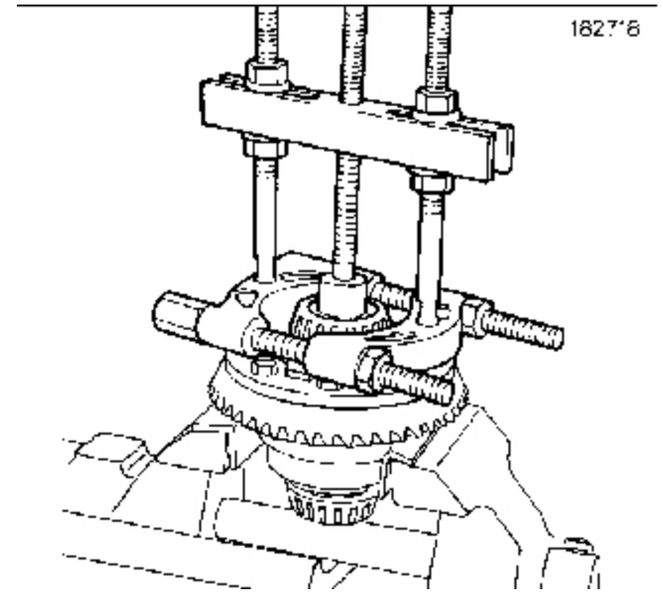

Fig.4
- Use a suitable puller and introduce a spacer to remove the roller bearing (**Fig.4**); repeat the operation on the other side.